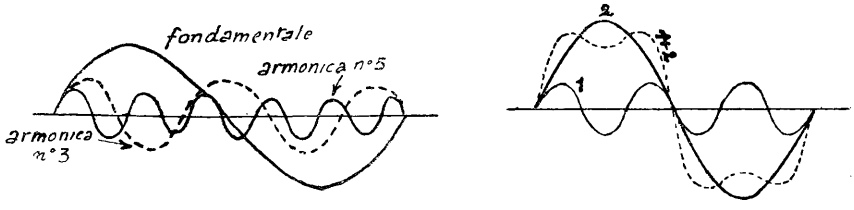

Fig. 35. — Onda fondamentale e armoniche 3ª e 5ª
Fig 35*bis* — Onda fondamentale (2) affetta da un'armonica di 3° grado (1) che la modifica ottenendo la risultante (1+2)